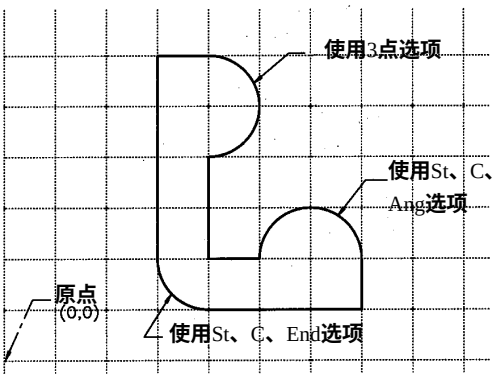

图2-8 练习2图
b. 绘制图2-8，图中点划线之间的距离为1.0单位。用图中所示圆弧命令的选项 ,完成图形的绘制。